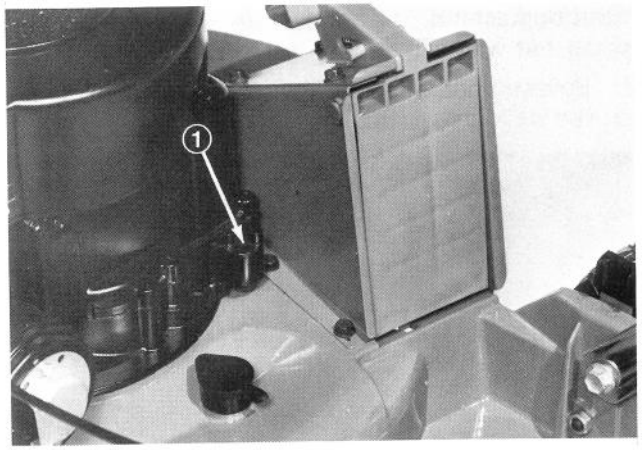

Afbeelding 3
2. Verwijder de oliedop (Afb. 3).